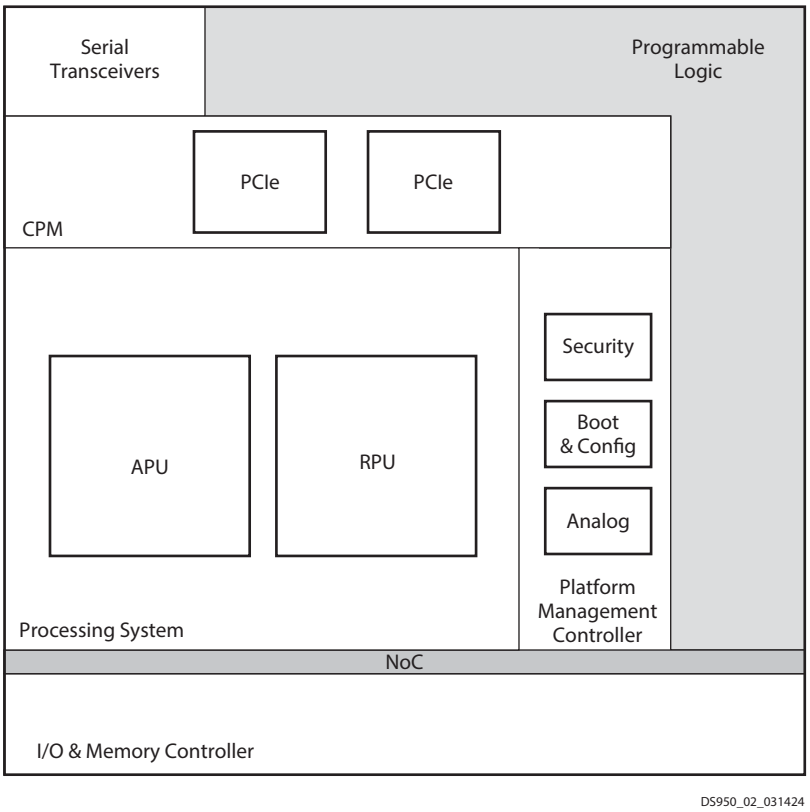

Figure 2: **Processing System and Surrounding Blocks**
All Versal devices contain a processing system (PS) consisting of APU, RPU, and peripherals. The processing system is part of a group of architectural elements that include the platform management controller (PMC), CPM block (available in some devices), NoC, and integrated memory controllers that are tightly coupled, but are also capable of operating independently from each other. The simplified layout is shown in Figure 2.